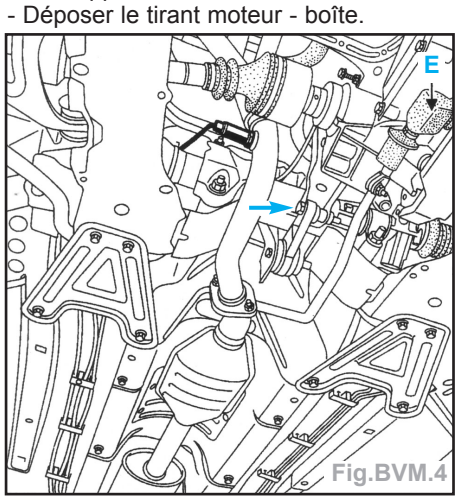

Fig.BVM.4
- la bielle de commande de vitesses complète en déposant la vis (**E**) et les 3 vis d'écran thermique pour l'accès au pied du levier de vitesses (Fig.BVM.4),